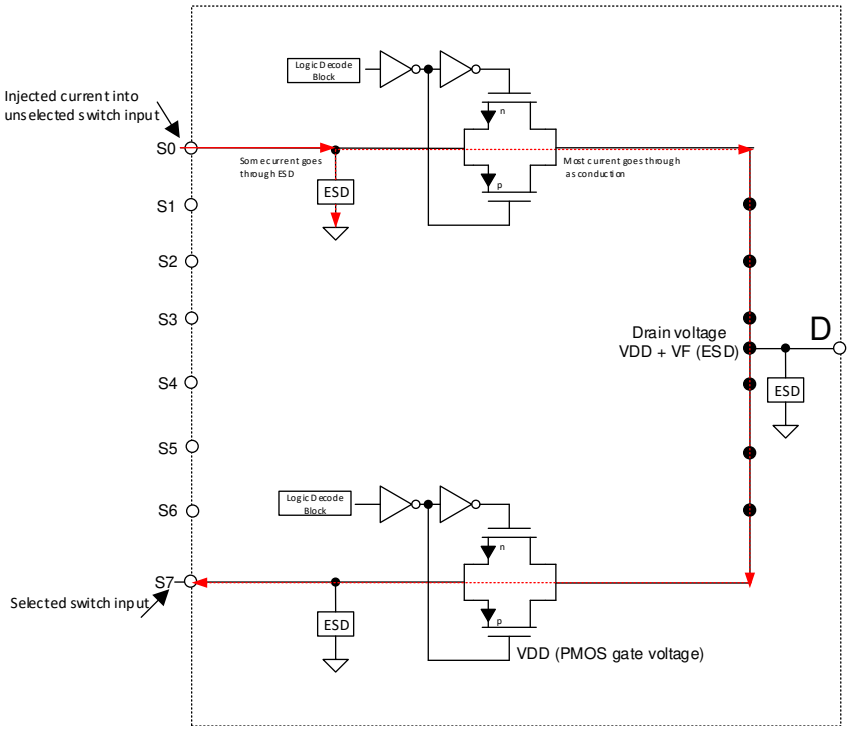

图 9-1. Simplified Diagram of Typical CMOS Switch and Associated Injected Current Path
Injected Current Impact: typical CMOS switches have ESD protection diodes on the inputs and outputs. These diodes not only serve as ESD protection but also provide a voltage clamp to prevent the inputs or outputs going above V_{DD} or below GND and V_{SS}. When current is injected into the pin of a disabled signal path, a small amount of current goes through the ESD diode but most of the current goes through conduction to the drain. If forward diode voltage of the ESD diode (VF) is greater than the PMOS threshold voltage (VT), then the PMOS of all OFF switches turns ON and there would be undesirable subthreshold leakage between the source and the drain that can lift the OFF source pins up also. 图 9-1 shows a simplified diagram of a typical CMOS switch and associated injected current path.